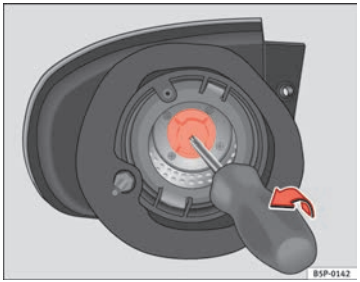

Fig. 199 Turn signal light.
– Pull out the turn signal bulb holder using a screw driver in the direction of the arrow ⇒ Fig. 199.